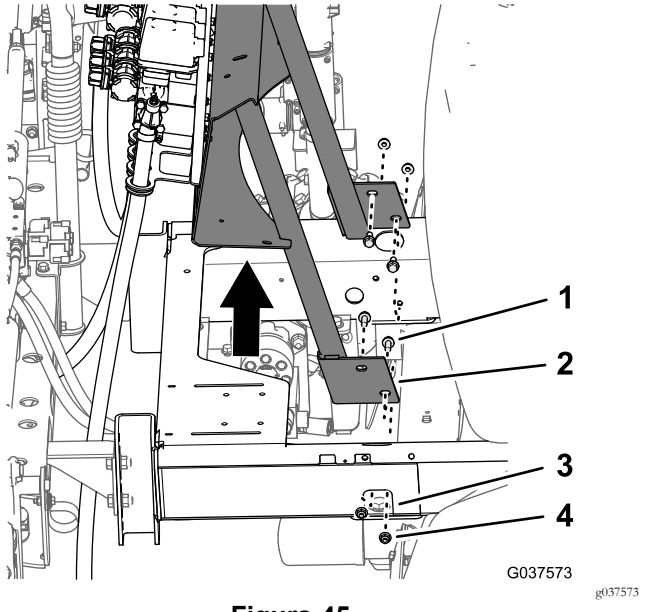

Figura 45
2. Sujetando el panel de montaje de las válvulas, retire los 4 pernos con arandela prensada (3/8" x 1") y las 4 tuercas con arandela prensada (3/8") que sujetan el panel de montaje de las válvulas al bastidor de la máquina (Figura 45).
3. Retire el panel de montaje de las válvulas, las válvulas y las mangueras de sección de los brazos de la máquina (Figura 45).